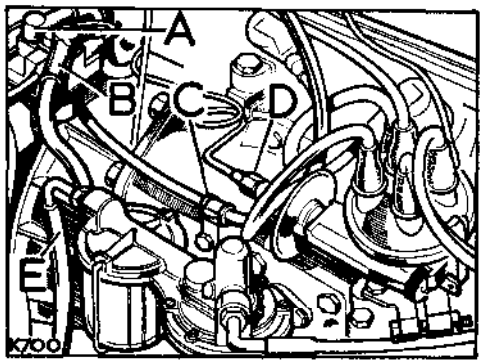

**Fig. A1-17. View of engine compartment, RH side, with air cleaner removed**
8. Connect the dynamo and starter motor leads at dash panel. Figs. A1-17 and A1-23 refer.